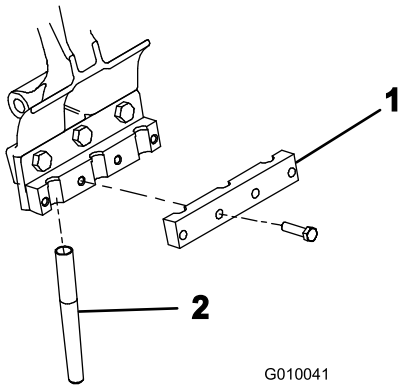

Figur 25
4. Fest en pipeklemme løst på hver pipearm med fire bolter (3/8 x 1-1/2 tomme) (Figur 25). Ikke stram boltene.